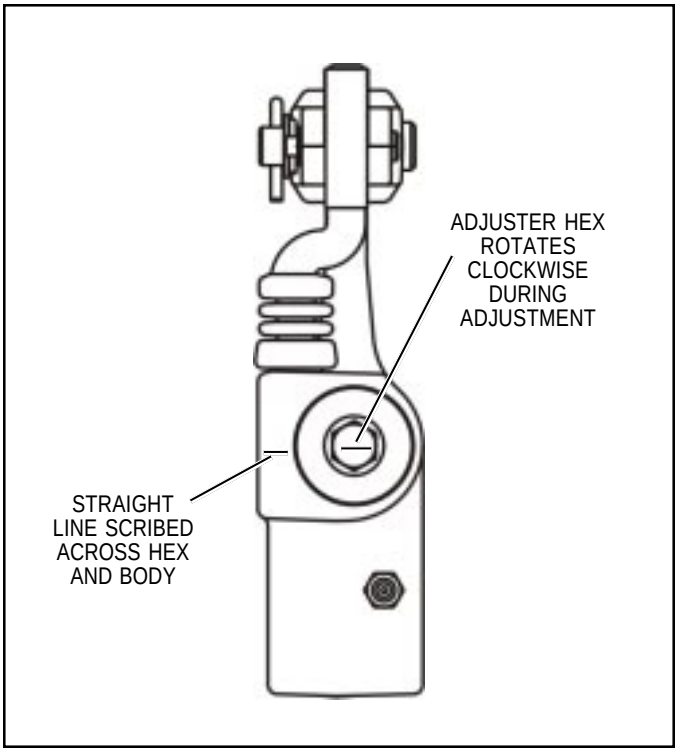

FIGURE 6 - ***TESTING ADJUSTER MECHANISM***
2. Using a straight edge, scribe a line across the manual adjustment hex head and slack adjuster body. (Refer to Figure 6).